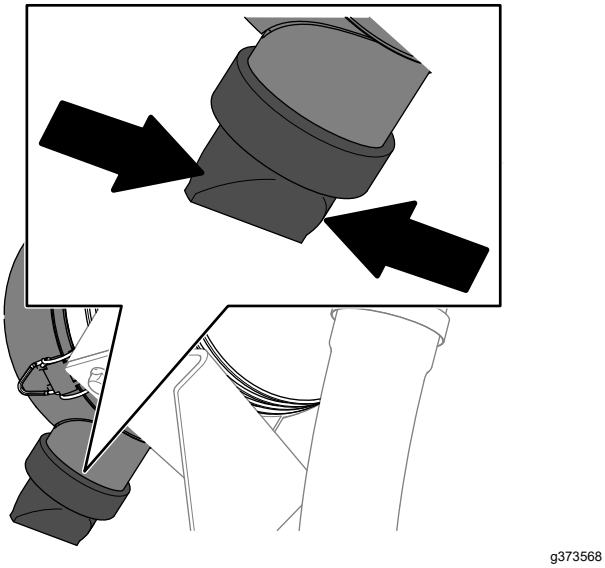

**Figuur 81**
5. Knijp de stofuitlaatklep in (Figuur 81).